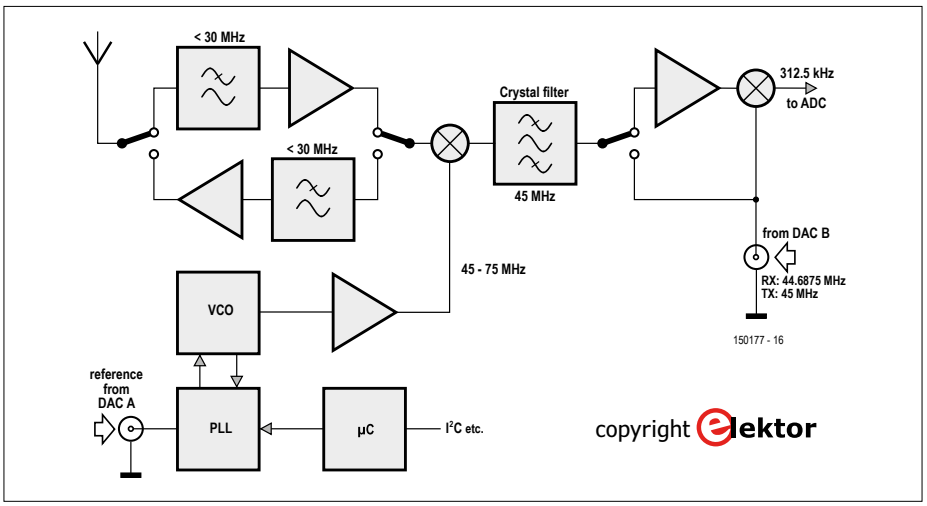

Bild 3. Blockschaltbild des Funk-Zusatzboards.
Mit einer geeigneten Funkplatine kann das FPGA/DSP-Board für den Funkbetrieb bei nahezu jeder Frequenz zwischen null und vielen GHz verwendet werden. Die typischen Anwendungen sind jedoch Kurzwelle (unter 30 MHz) und/oder das 2-m-Amateurband (144...146/148 MHz). Für den Kurzwellenempfang könnte eine einfache Funkplatine wie in **Bild 3** konstruiert werden. Das Antennensignal wird tiefpassgefiltert und verstärkt. Durch Mischen mit einem lokalen Oszillator-Signal von DAC A wird die entsprechende Frequenz auf 45 MHz konvertiert, bevor das Signal durch ein Quarzfilter geführt wird. Dieses Zwischenfrequenzsignal (ZF) wird vor einem zweiten Mischer verstärkt und dann mit einem zweiten LO-Signal (von DAC B) zu einer zweiten ZF bei 312,5 kHz (siehe unten) reduziert. Dieses zweite ZF-Signal wird dann vom ADC digitalisiert und in das FPGA geleitet, wo es verarbeitet und letztendlich zu einem Audiosignal demoduliert wird.